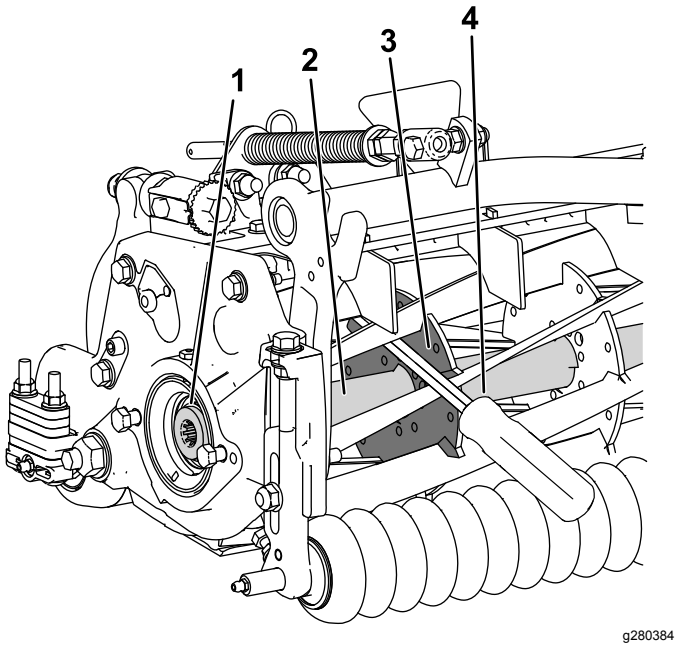

Figure 31
1. Insérez un levier à long manche (⅜" x 12" avec manche de tournevis) à l'avant du cylindre de coupe, du côté le plus proche de l'unité de coupe que vous allez serrer (Figure 31).
2. Placez le levier contre le côté soudé du renfort interne du cylindre (Figure 31).